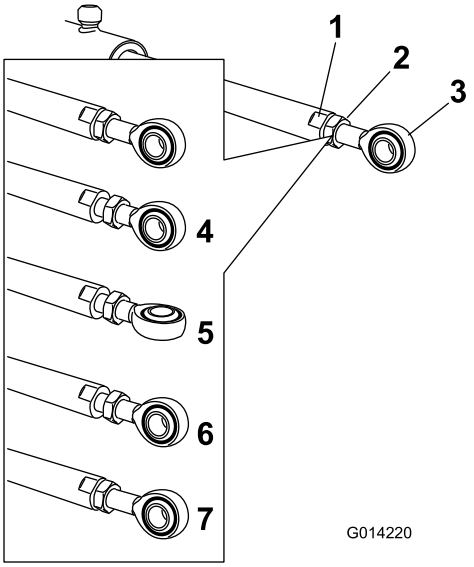

Figur 14
5. Bruk en skiftenøkkel på de flate sidene av aktuatorstangen å sette den ut av funksjon, før du løsner låsemutterne slik at maljestangen kan manipuleres (Figur 14).
6. Skru på maljestangen i aktuatorstangen for å justere lengden for den forlengede aktuatoren til den ønskede posisjonen (Figur 14).